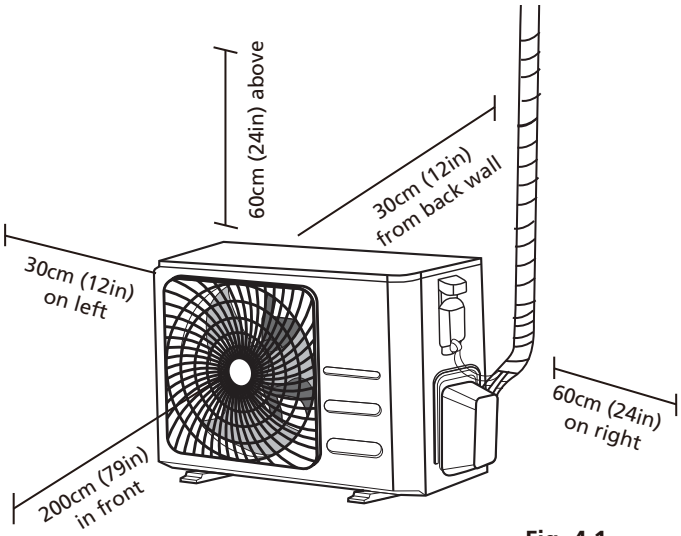

Fig. 4.1
- ☐ Erfüllt alle räumlichen Anforderungen, die im Abschnitt Anforderungen an den Installationsbereich angezeigt werden (Abb. 4.1)